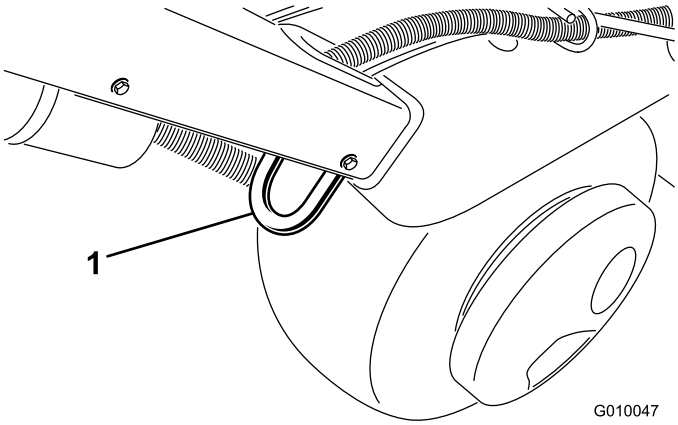
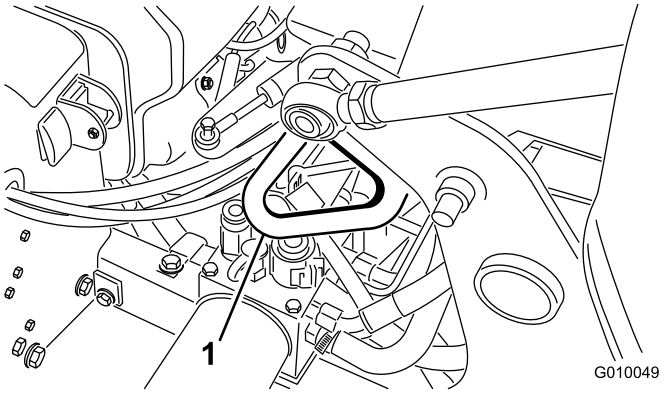

Figur 33
Figur 35
3. Fäst luftaren ordentligt på släpvagnen eller lastbilen i fästpunkterna (Figur 33–Figur 35) med spännband, kedjor, kablar eller rep.